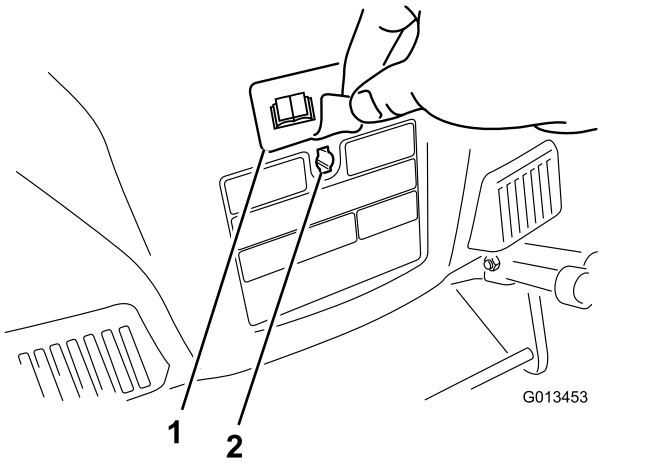

**Figura 5**
3. Rimuovete l'adesivo che copre il foro della chiavetta nella parte posteriore dell'alloggiamento (Figura 5).